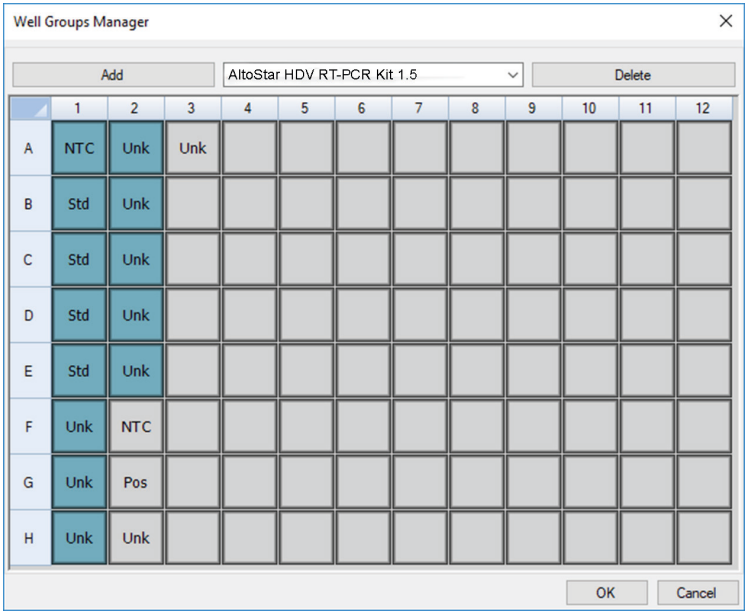

Figura 2: Cuadro de diálogo Well Groups Manager (gestor de grupos de pocillos)
2. En el cuadro de diálogo Plate Editor (editor de placa), haga clic en **Well Groups**… (grupos de pocillos...) en la barra de herramientas. Se muestra el cuadro de diálogo Well Groups Manager (gestor de grupos de pocillos) (consulte la figura 2).
5. Seleccione todos los pocillos en el área de la PCR plate (placa PCR) que pertenezcan al primer ensayo (consulte la figura 2). Los pocillos que pertenecen a un ensayo individual pueden identificarse en el cuadro de diálogo Plate Editor (editor de placa) mediante la entrada del campo **Biological Set** (conjunto biológico).